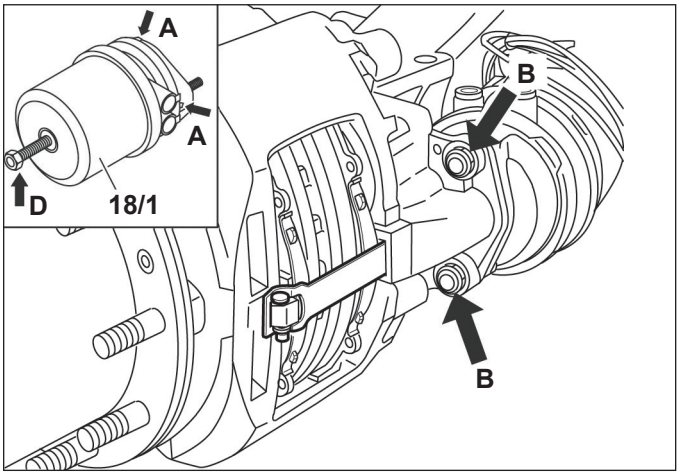

Figure 43 – Actuator Spring Caging and Removal
5.4.3 With the vehicle on a level surface and the wheels properly chocked, apply air to release the spring brakes (parking brakes) by using the dash-mounted air control valve. Back out the release bolt (*See Figure 43, arrow "D"*), using a maximum torque of 26 ft-lbs (35 Nm) to cage the air released spring force on the pushrod.
Note: Where a new spring brake chamber is being installed, note that in some cases drain plugs are installed *(See Figure 43, arrows marked "A").* Where drain plugs are present, after installation, remove whichever plug is at the lowest position. The selected drain hole must be aligned downwards (or within ±30°) when installed on the vehicle. In the case of spring brake chambers, install the pads before uncaging the spring.